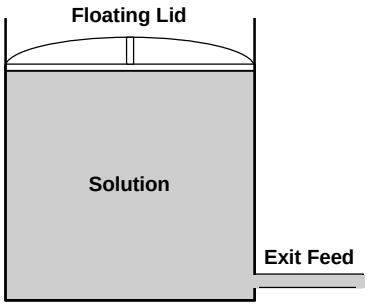

Figure 4.6 - Floating Lid
- **Floating Lids and Covers** - All chemicals baths should be covered with a floating lid or cover. This prevents air from contacting and degrading the solutions which shortens the solutions life span and increases the need for replenishment or for a new solution bath (Figure 4.6).